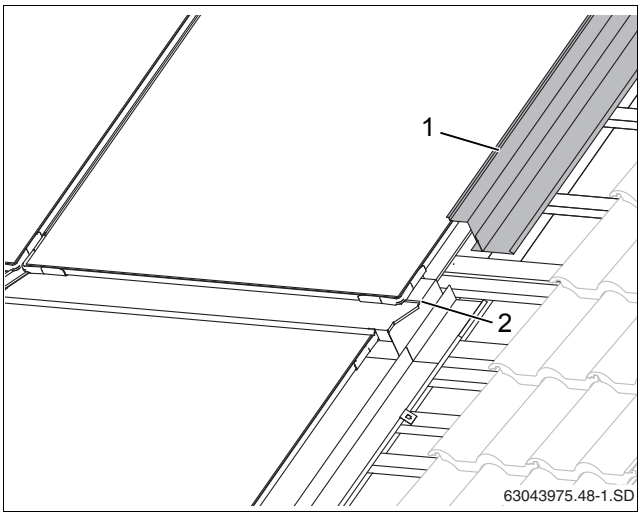

Рис. 54 Боковой накладной лист, верхний ряд
- Верхние боковые накладные листы (рис. 54, [1]) смонтируйте так же, как нижние (Глава 10.2 „Боковые накладные листы“).
- Сдвиньте боковые накладные листы на фальц среднего накладного листа (рис. 54, [2]).